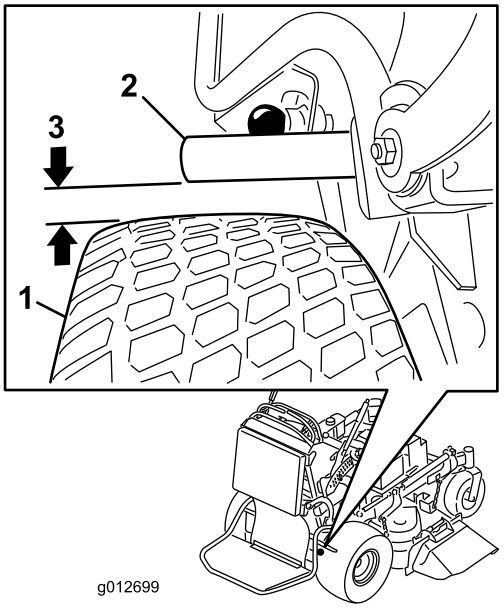

Figur 61
4. När bromsen är frigjord mäter du avståndet mellan bromsstången och däcket. Avståndet ska vara mellan 5 och 8 mm (Figur 61). Se Justera parkeringsbromsen om avståndet måste justeras.
5. Justera oket. Avståndet mellan bromsspaken och däcket måste vara mellan 5 och 8 mm. Vrid upp oket för att dra åt bromsen. Vrid ned oket för att lossa bromsen (Figur 61).